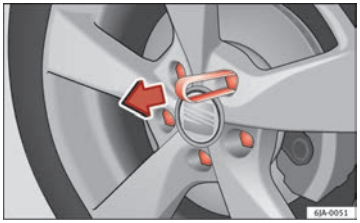

Fig. 127 Pull off the wheel bolt cap ▶
– Insert the plastic clip into the cap until the inner retaining notches on the clips touch the collar of the cap and then remove ⇒ Fig. 127.